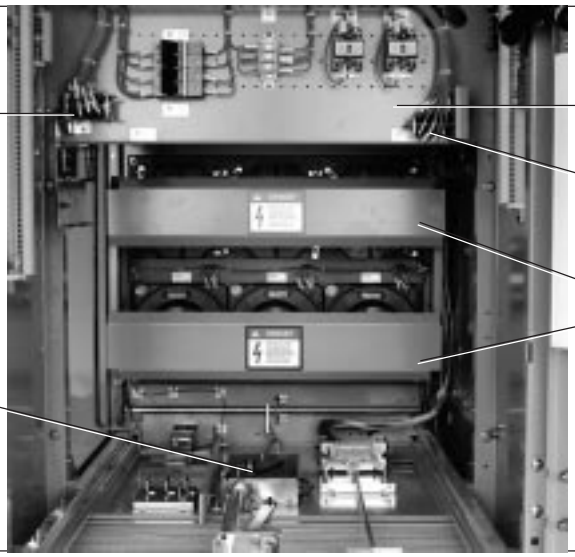
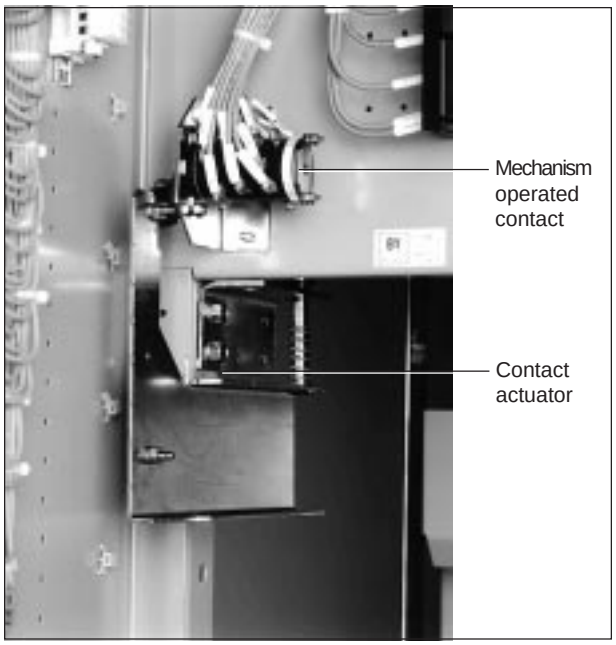
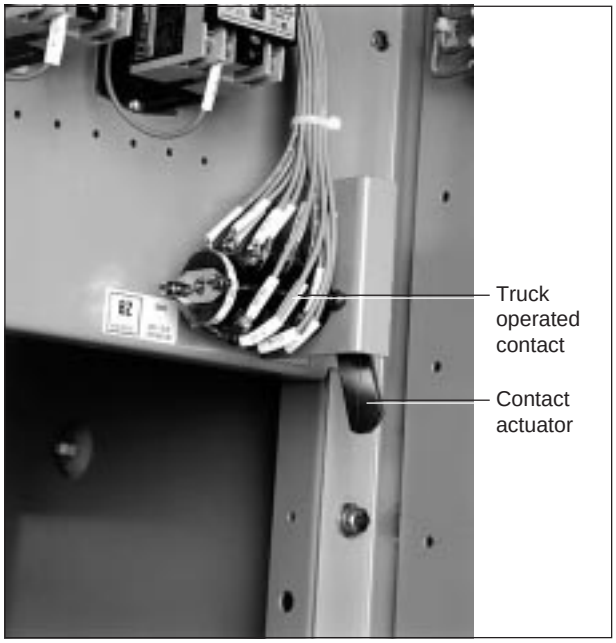

Figure 8: Circuit breaker cell with circuit breaker and barrier removed
Figure 12: Mechanism operated contacts (MOC)
Figure 13: Truck operated contacts (TOC)
Shutters—Two steel shutters (figure 8) are mounted directly in front of the primary high voltage contacts. The shutters move with a rotary motion, actuated by the racking mechanism. Figure 5, item 14, page 10 shows the shutter actuator.
Mechanism Operated Contacts (MOC)—Optional—Mechanism operated contacts (figure 8, page 13 and figure 12) are compartment-mounted auxiliary contacts operated by the circuit breaker mechanism. Like circuit breaker mounted auxiliary contacts, they indicate whether the circuit breaker is in the open or closed position. They operate in both the connected and test / disconnected positions.
Truck Operated Contacts (TOC)—Optional—Truck operated contacts (figure 8, page 13 and figure 13) are used to indicate the physical position of the circuit breaker in the compartment . They indicate whether the circuit breaker is in the connected or test / disconnected position.